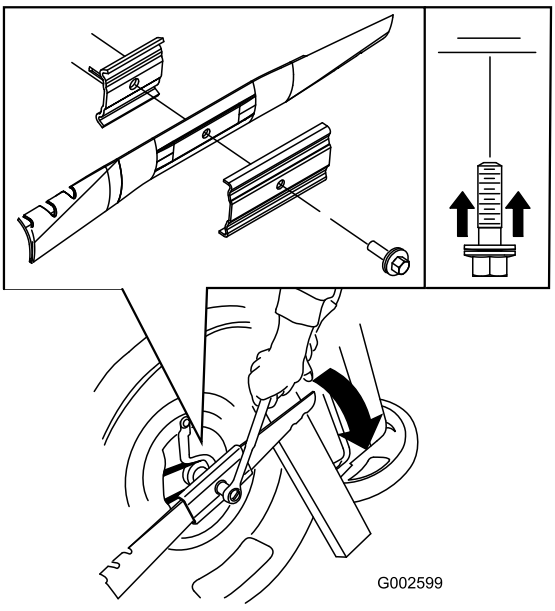

Figuur 30
5. Plaats het nieuwe mes (draai de mesbout rechtsom) en alle bevestigingsmaterialen (Figuur 30).